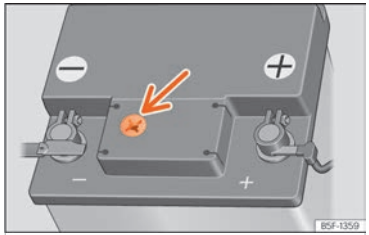

Fig. 217 Espiell a la part superior de la bateria de 12 volts (representació esquemàtica).
- Comproveu l'indicador de color de l'espiell a la part superior de la bateria ››› fig. 217.